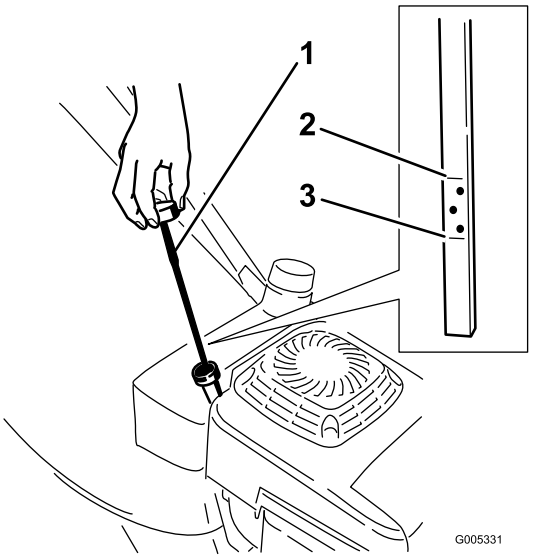

Figur 9
Se alltid till att oljenivån ligger mellan markeringarna för att fylla på och fullt på oljestickan innan du startar maskinen (Figur 9).
2. Gör rent runt oljestickan (Figur 9).
6. Ta ut oljestickan och läs av oljenivån (Figur 9).